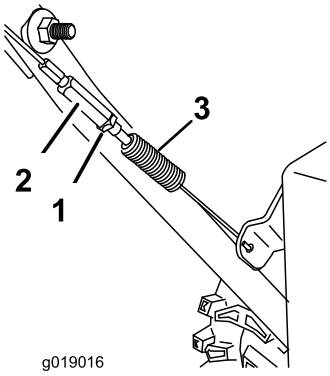

Bild 31
1. Lösen Sie die Klemmmutter (Bild 31).
2. Lösen oder ziehen Sie die Spannschraube an, um den Stift einzustellen, bis Sie den richtigen Abstand von der vorderen Kante des Schlitzes erzielt haben (Bild 31).
3. Ziehen Sie die Klemmmutter an (Bild 31).